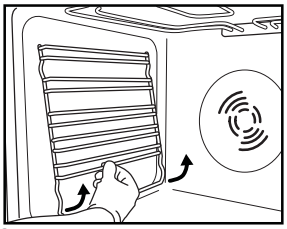

Рис. 3
1. Снимите боковые решетки, на которые устанавливаются принадлежности (Рис. 3).
2. Снимите боковые решетки, на которые устанавливаются принадлежности (Рис. 3) (если они предусмотрены)